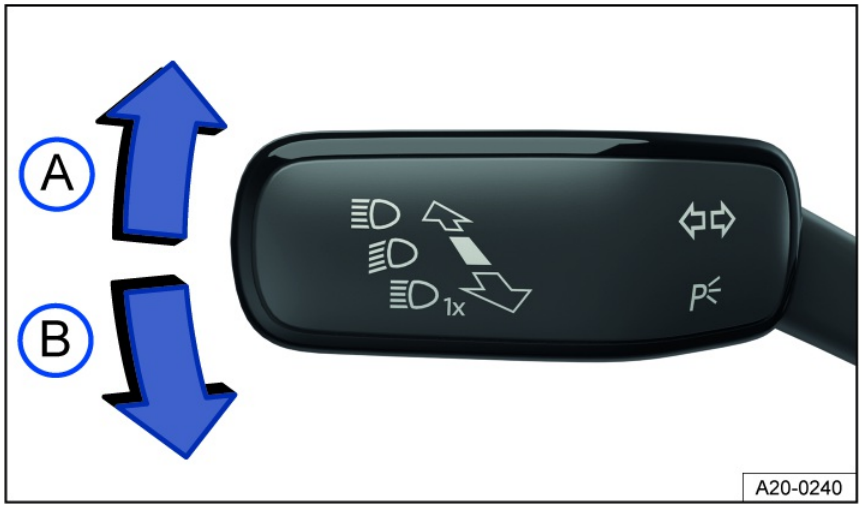

Fig. 72 On the left side of the steering column: turn signal and high beam lever.
2. Move the turn signal and high beam lever from the center position to the preferred position *fig. 72*.